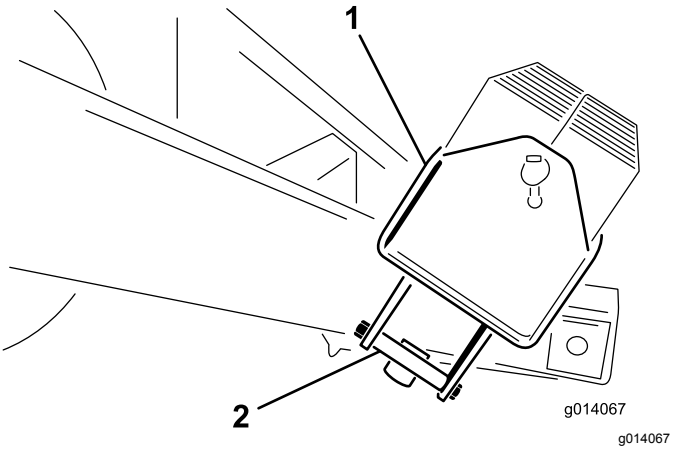

Figuur 5
2. Verwijder de bouten (½" x 5½") uit de montagebeugel met de gewichtsbehuizing. Gooi de montagebeugel weg (Figuur 5).